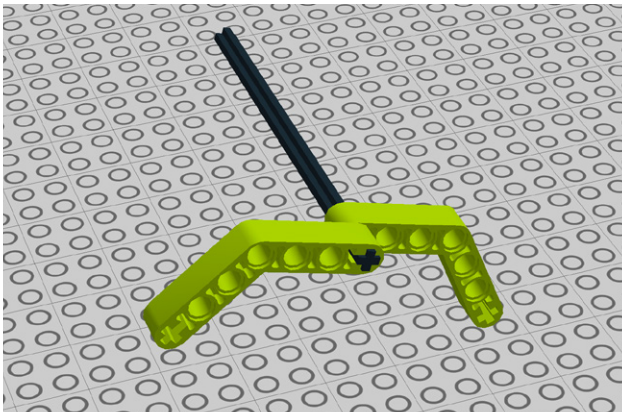

Figure 7-12. *Step 5: Attaching an axle to two angle beams*
5. Next, grab another 12M beam and attach two 4X4 angle beams to it as you see in Figure 7-12.